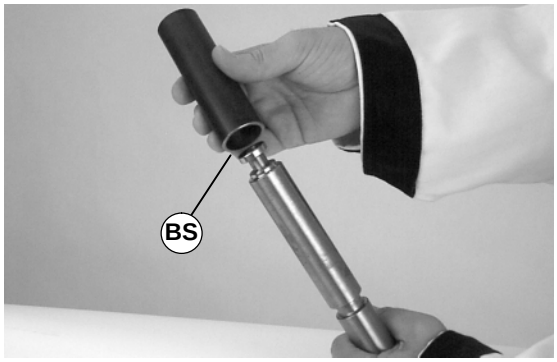

Abbildung 50
3. Die Werkzeughülse (Teilnr. 450282 (BS siehe Abbildung 50) über das Lager schieben.